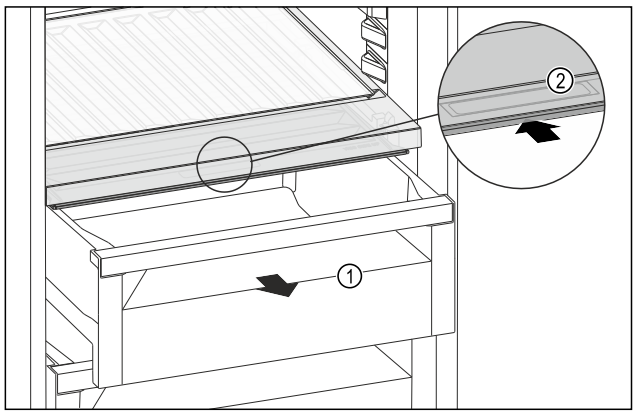

*Fig. 211*
▶ Extrageți sertarul *Fig. 211 (1)*.
▶ Prindeți mânerul încastrat *Fig. 211 (2)* de la capacul compartimentului și glisați concomitent capacul compartimentului spre partea posterioară.